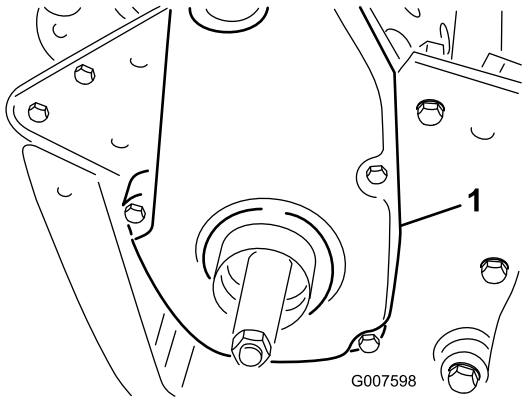

Figur 40
1. Fjern monteringsskruen på remdekslet og deretter remdekslet for å få tilgang til remmen (Figur 40).